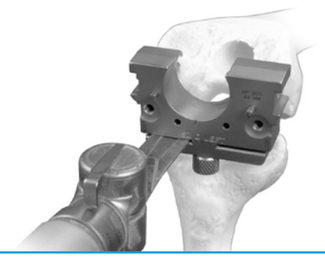

Fig. 85
- Attach the Posterior Saw Guide Attachment to the posterior surface of the Femoral Stem Base/Cutting Block, ensuring that it is flush with the distal surface of the block, and fully tighten the thumb screw **(Fig. 85)**.